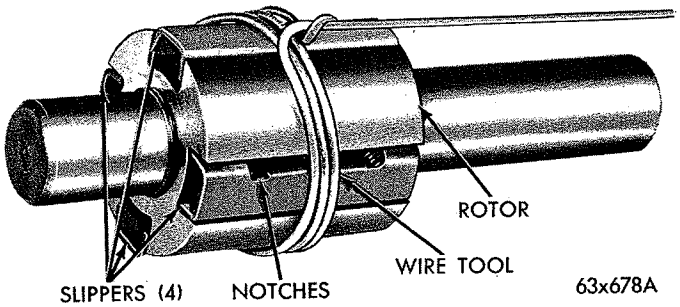

*Fig. 15—Slippers Installed in Rotor*
(9) Install each slipper by sliding between two springs and wire wrapping around rotor. The notched end must be installed as shown in Fig. 15.